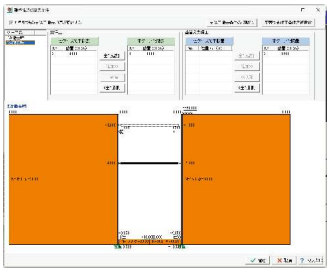

図2 [弾塑性法の撤去条件]画面
(2) [弾塑性法の撤去条件]画面が表示されます（図2）。
(3) 同画面で、各支保工の撤去順序や盛替え支保工の設置条件を設定します。